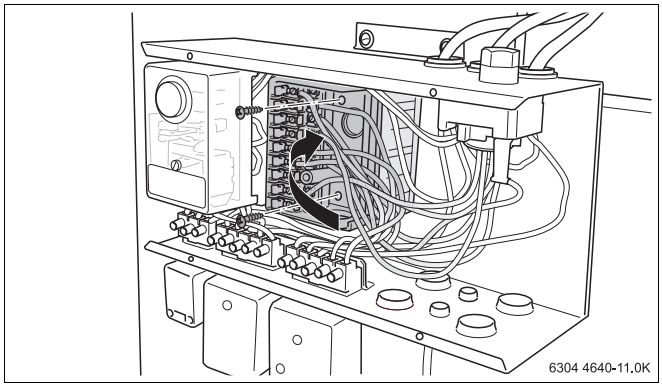

Abb. 8 Anschlussleitung abklemmen
- Taktzündeinrichtung und Klemmenkasten (Sockel) wieder mit beiden Schrauben anschrauben (Abb. 8).